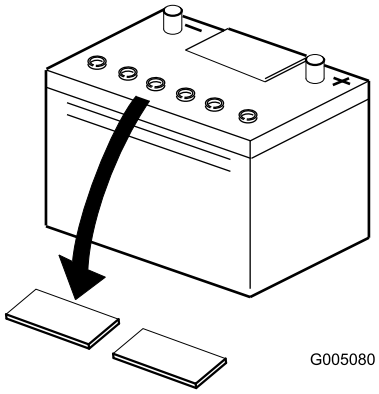

**Figur 5**
2. Rengjør toppen av batteriet og fjern utluftingshettene (Figur 5).